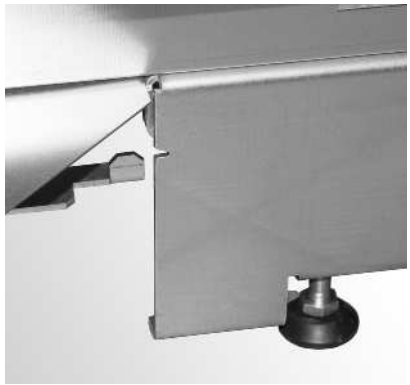
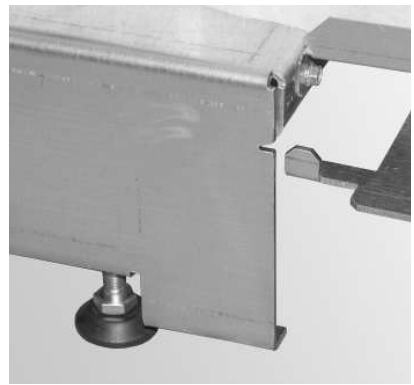

Fig. 112 En dévissant, descendre d'environ 2 cm le pied arrière gauche de la chaudière à granulés
Fig. 113 En dévissant, descendre d'environ 2 cm le pied arrière droit de la chaudière à granulés
- En dévissant, descendre d'environ 2 cm les pieds arrière de la chaudière à granulés de manière à ce que le socle de la chaudière puisse être poussé sur les languettes de l'équerre de positionnement – Fig. 112, Fig. 113. Les languettes se trouvent à l'intérieur de la tôle du socle.